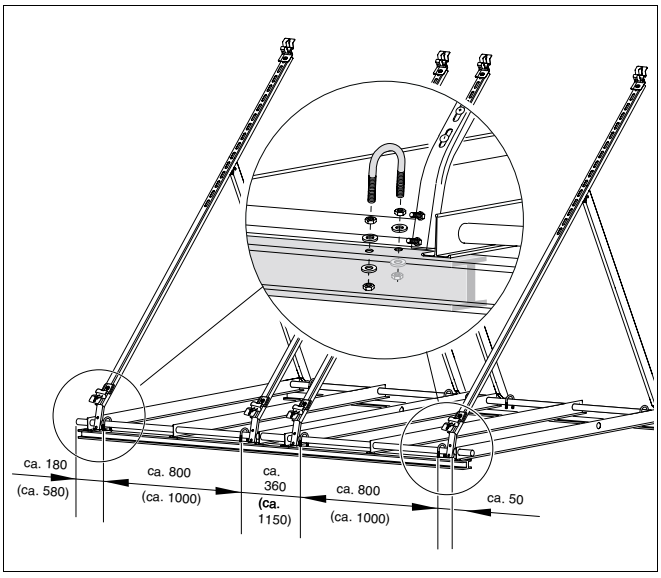

Afb. 36 Staander voor plat dak met beugelschroeven aan de dubbele T-dragers bevestigen (maten in mm, maten tussen haakjes gelden voor de horizontale uitvoering)
Fixeer elke staander voor plat dak (afb. 36) met ten minste vier ter plaatse aan te brengen beugelschroeven (1", M8/8.8).
- Schroef de beugelschroeven vast met de dubbele T-dragers (vgl. loep afb. 36).